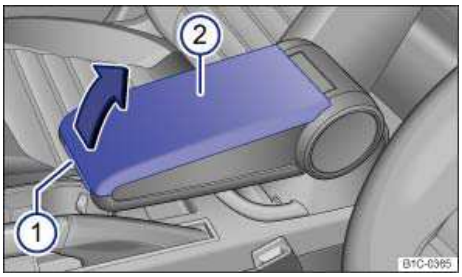

Fig. 105 Storage compartment in the front center armrest (if equipped).
To *open*, push the release button ⇒ fig. 105 (1) and raise the cover (2) of the center armrest in the direction of the arrow.